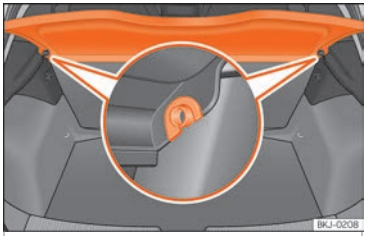

Fig. 113 In the luggage compartment: removing and fitting the shelf.
- Remove the rear shelf from the side supports ››› Fig. 113 by pulling it upwards and then take it out.
- Insert the cover horizontally so that the "recess" fits onto the axis of the supports ››› Fig. 113 and press down until it engages.